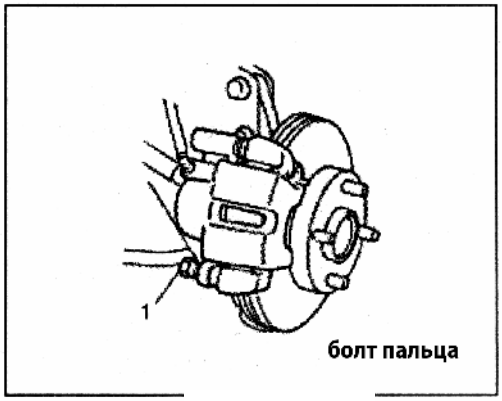

Рис. 644
4) Снимите болт пальца (Рис. 644).